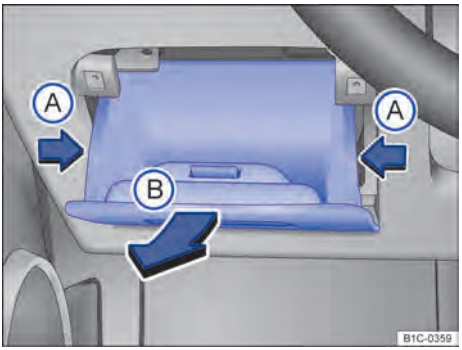

Fig. 179 No lado do condutor do painel de instrumentos: cobertura da caixa de fusíveis.
- Abrir o porta-objetos, pressionar ambas as superfícies laterais para dentro ⇒ Fig. 179 (setas Ⓐ) e retirar do painel de instrumentos (seta Ⓑ).